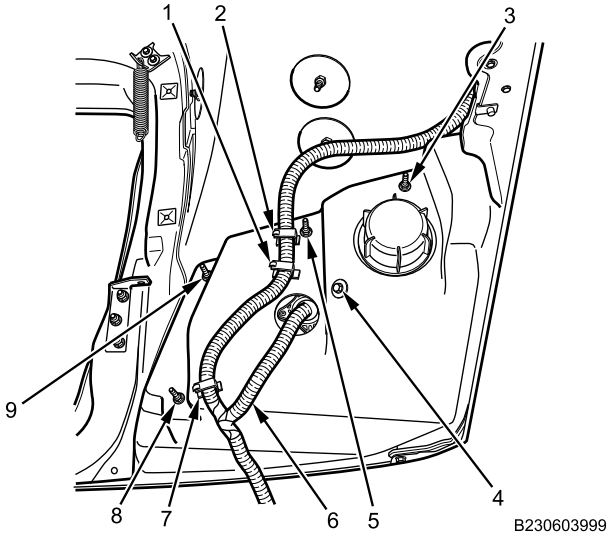

Figure 10. Front Turn Signal and Parking Light Assembly.
8. Release front turn signal and parking light assembly harness (Figure 10, Item 6) from remaining three harness clips (Figure 10, Item 1, 2 and 7).
9. Remove four nuts (Figure 10, Item 3, 5, 8 and 9), one bolt (Figure 10, Item 4), front turn signal and parking light assembly, and harness (Figure 10, Item 6).